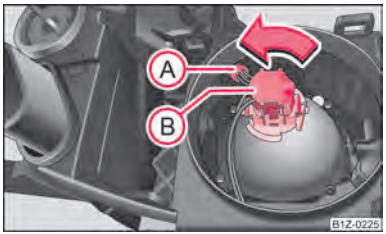

Fig. 183 Removing the bulbs for the parking and low beam light
- Remove the socket Ⓐ ⇒ fig. 183.
- Turn the connector with the light bulb Ⓑ up to the stop towards the left and remove ⇒ fig. 183.